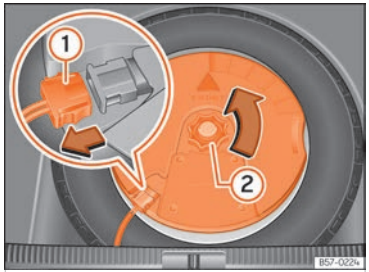

Fig. 221 In the luggage compartment: remove the subwoofer.
- Disconnect the subwoofer's speaker cable ››› Fig. 221 ①.
- Turn the securing wheel anti-clockwise ››› Fig. 221 ②.